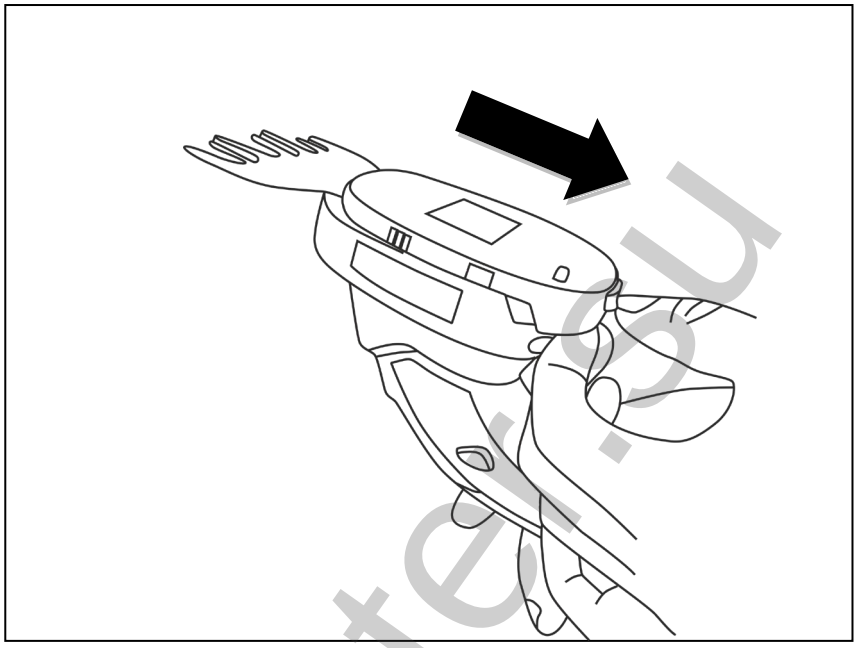

Рис. 2. Снятие крышки с триммера-кусторeза.
6.1.1. Установите / замените лезвие. Для установки / замены лезвий вам потребуется сдвинуть крышку, как показано на рисунке Рис. 2.